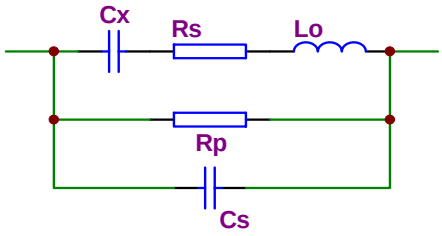

Figure 2-1. Equivalent circuit of an actual capacitor
a) We can select the circuit mode according to the variation of D at two different frequencies. If the dissipation factor of a capacitor increases with the increase of the test frequency, series circuit mode should be selected. If the dissipation factor decreases with the increase of the test frequency, parallel circuit should be used. For inductor, the situation is just in the opposite side. In fact, D is impossible in direct ratio with the test frequency. From Figure 2-1, we can find that Rp and Rs exist at the same time. If Rs is more significant than Rp, series mode is selected; If Rp is more significant than Rs, parallel mode is more suitable.